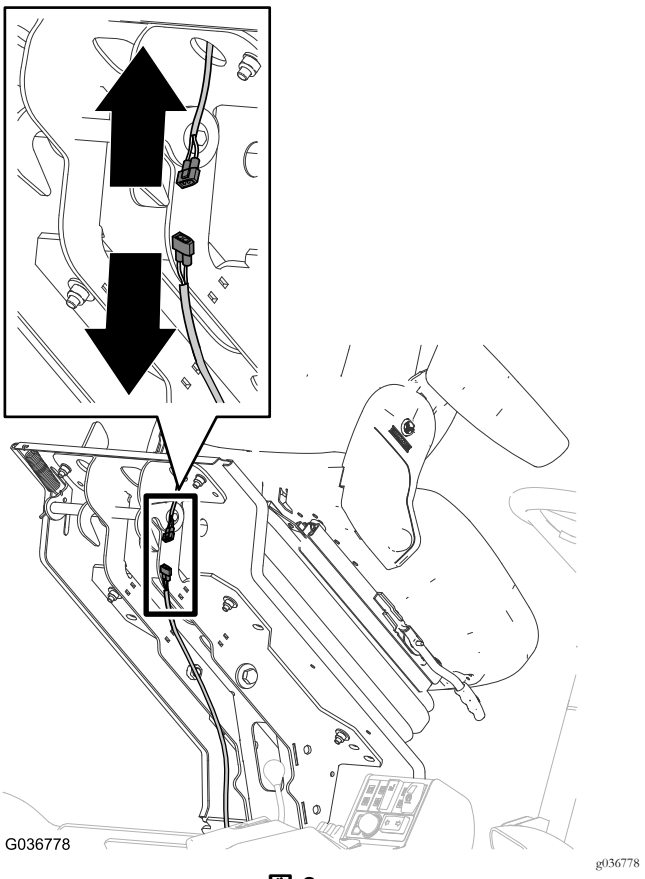

図 8
1. 座席用ワイヤハーネスのコネクタを、マシン用ハーネスのコネクタから外す図 8。